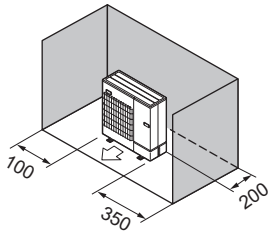

Fig. 2-9
(3) Obstacles uniquement à l’arrière et sur les côtés (Fig. 2-9)